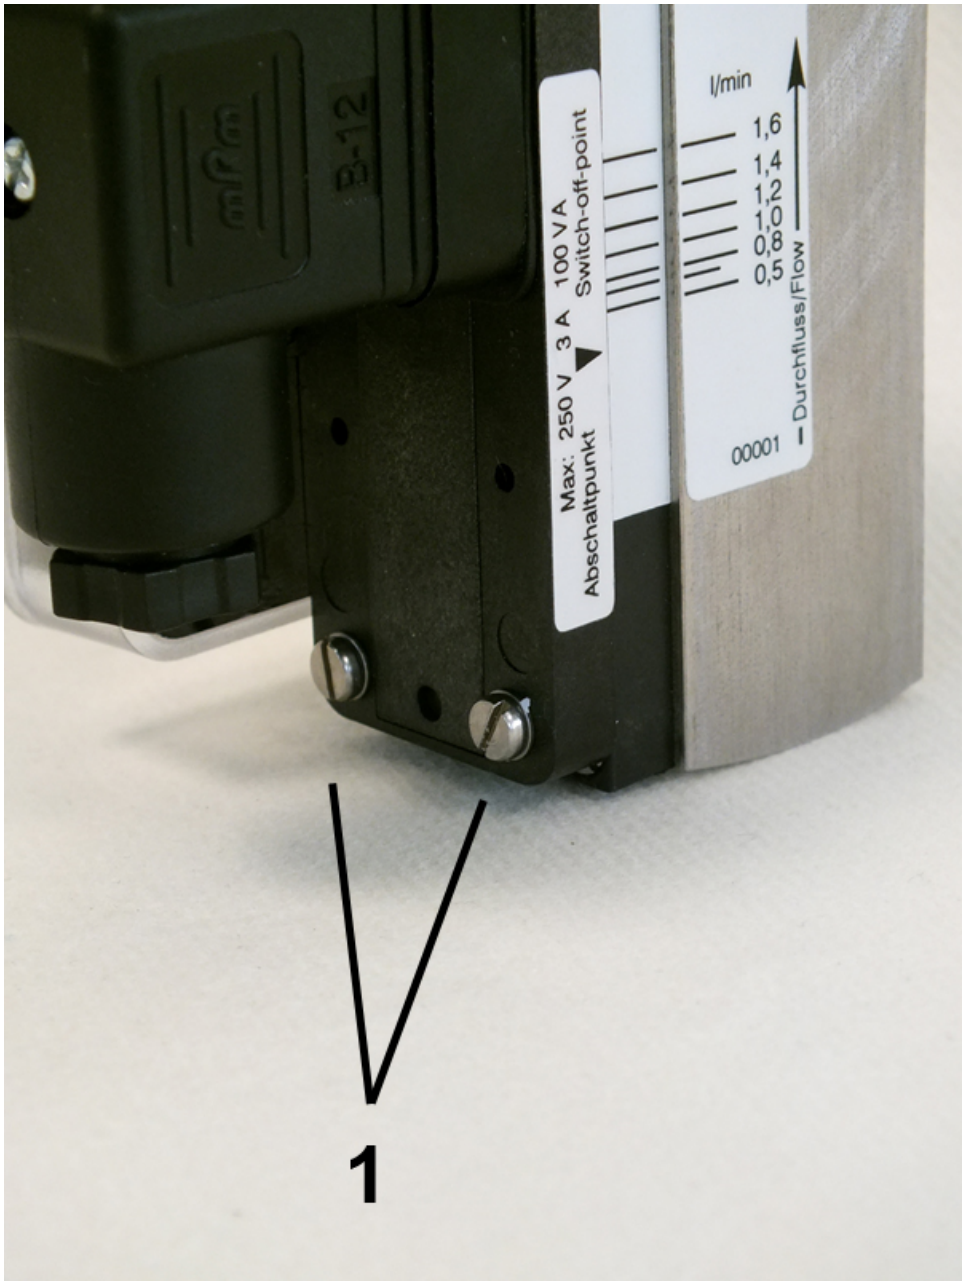

Fig. 25: Loosen set screws
1. Loosen the switch contact set screws (*Fig. 25*/1) using a flat-bladed screwdriver.
3. Re-tighten the switch contact housing set screws (*Fig. 25*/1) using a flat-bladed screwdriver. Observe the correct tightening torque.